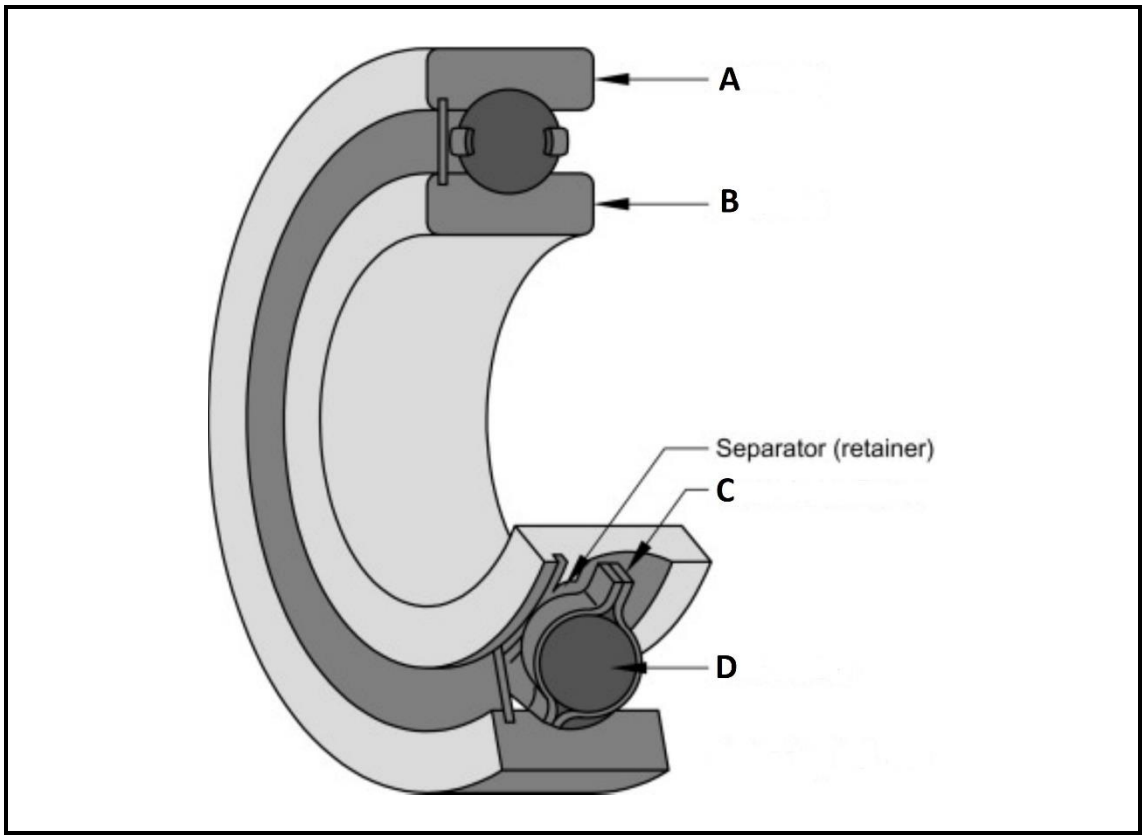

FIGUUR 2
3.1 FIGUUR 2 hier onder toon een van die teenwrywingslaers wat algemeen in die bedryf gebruik word.